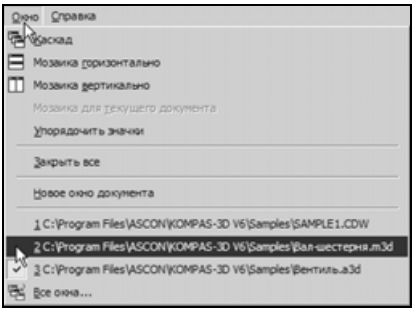

Рис. 1.21
- Вернитесь к работе с документом **Вал-шестерня** (рис. 1.21).
Если в течении текущего сеанса работы было открыто большое количество окон документов, то можно быстро закрыть эти окна с помощью команды **Закрыть все** из меню **Окно** (рис. 1.21).